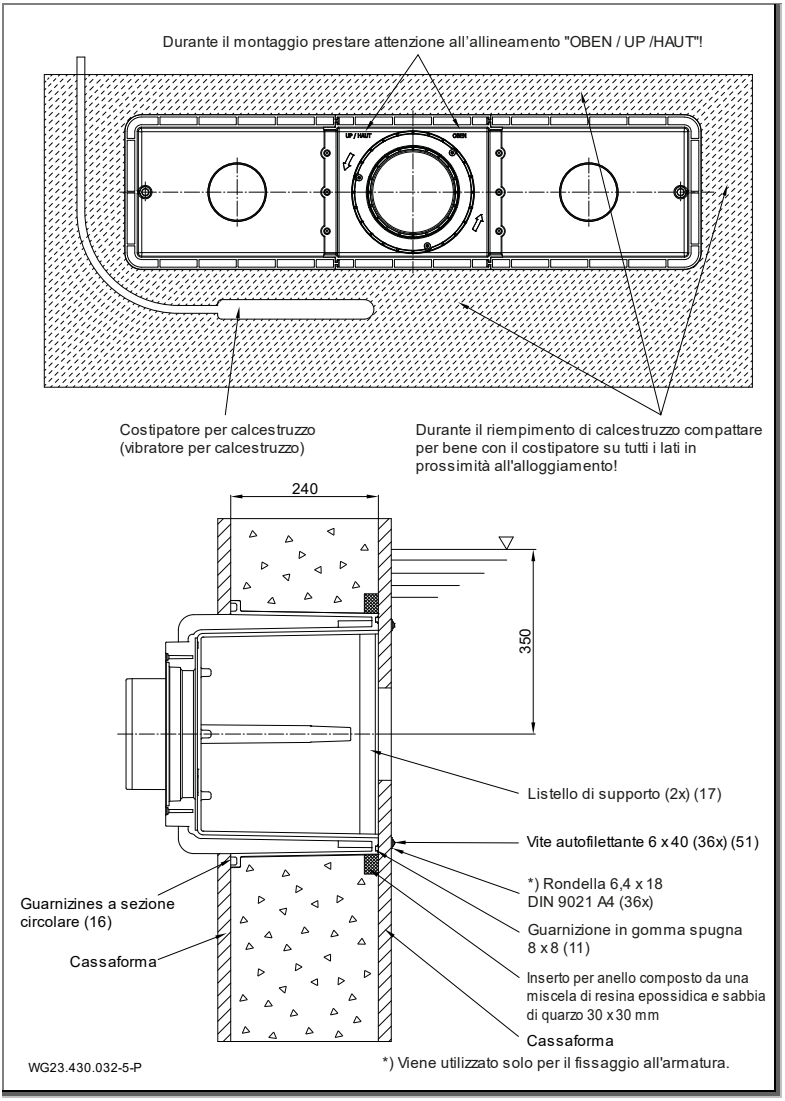

Fig. 5
Per l'impermeabilizzazione della parete in calcestruzzo, si consiglia di creare un anello circonferenziale di resina epossidica/sabbia di quarzo sulla parete esterna dell'alloggiamento (1) sul lato della vasca. Vedere "Fig. 5" a pagina 23.